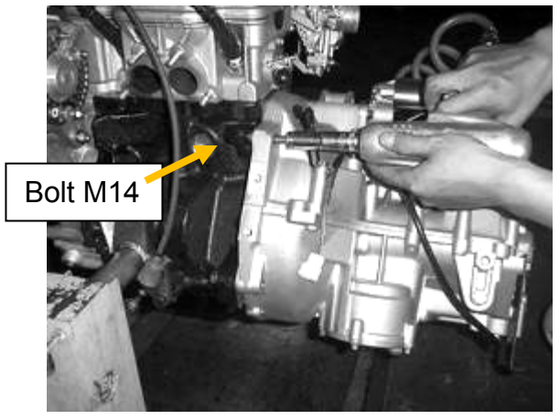

Figure 28
1. Remove bolt M14 (**See** Figure 28)